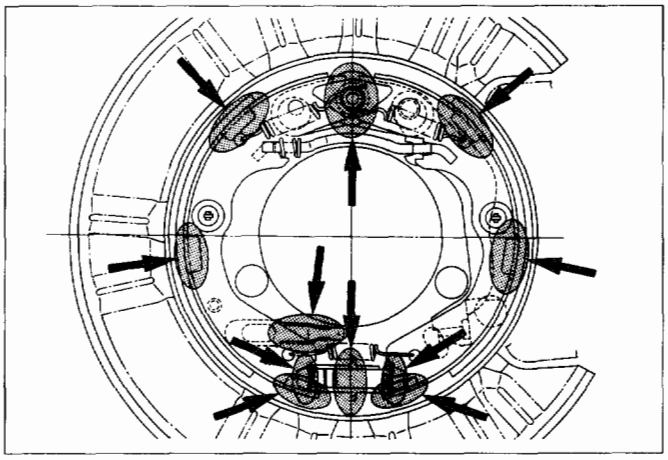

Fig. 5C-6
- After installation of the shoe and cable assembly, apply special grease (included in the repair kit) to the following portions indicated in the figure (Fig. 5C-6)